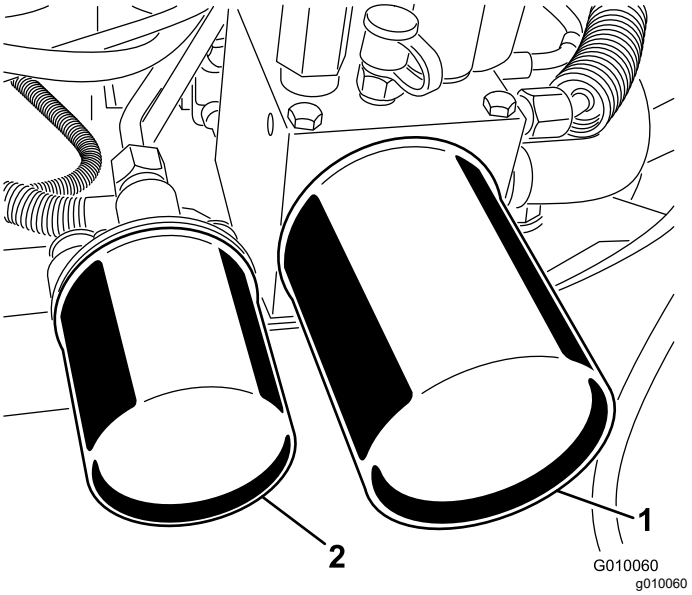

Rysunek 64
2. Ustaw miskę drenażową pod filtrami, usuń stare filtry i oczyść powierzchnię uszczelki adaptera filtra (Rysunek 64).